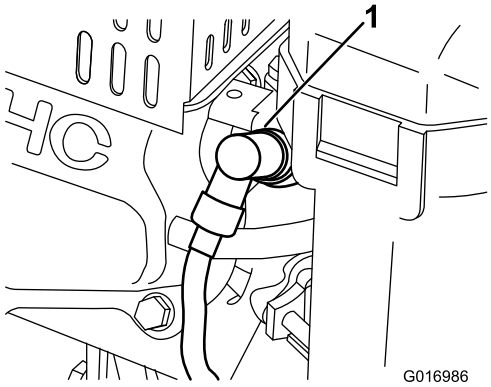

**Figura 30**
1. Retire o cabo da vela moldado (Figura 30).